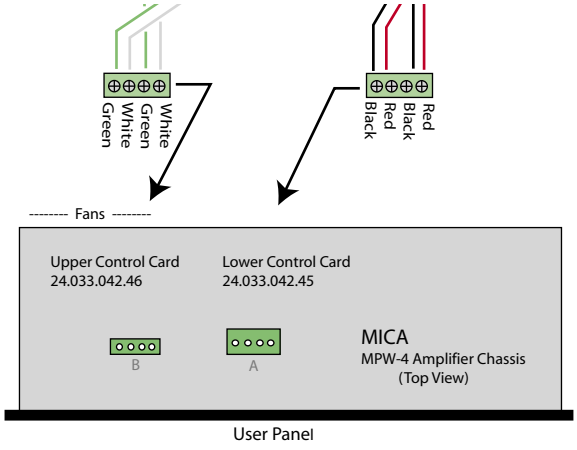

Figure A.2. MICA’s two 4-pin connectors
3. Disconnect the two 4-pin loudspeaker connectors. Note that the harness with red and black wires goes to the connector closest to the center of the amplifier module, and labeled “A”, while the harness with green and white cables goes to the connector closest to the left side, and labeled “B” (Figure A.2).